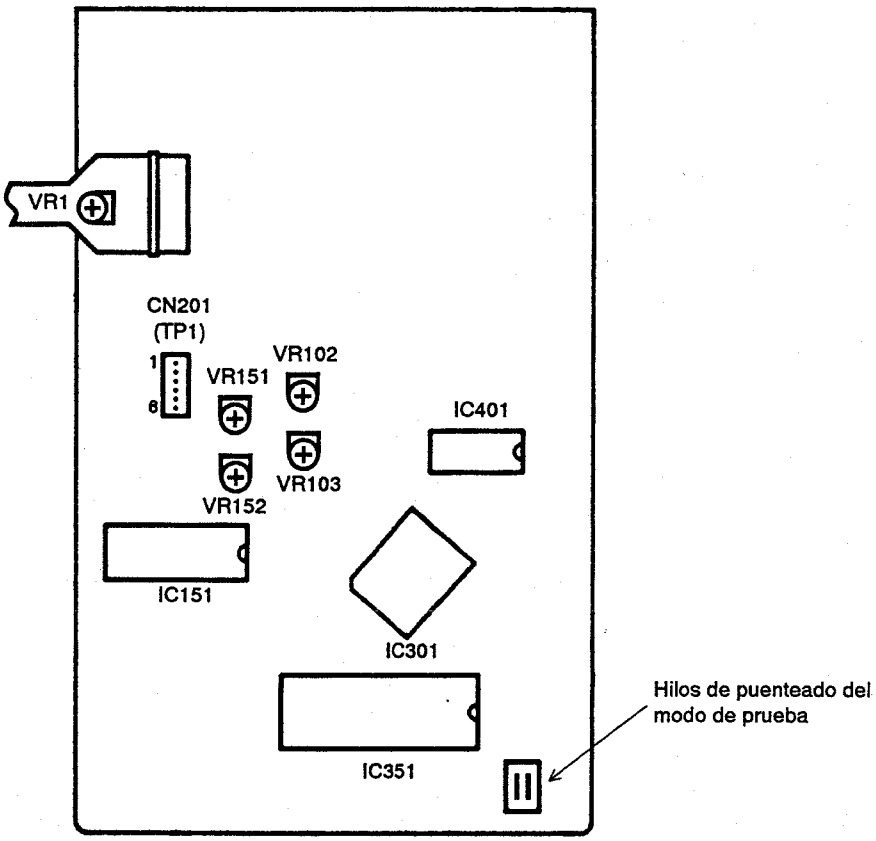

Figura 1 Lugares de Ajuste
2. Cortocircuite los hilos de puenteado de modo de prueba. (Consulte la figura 1.)